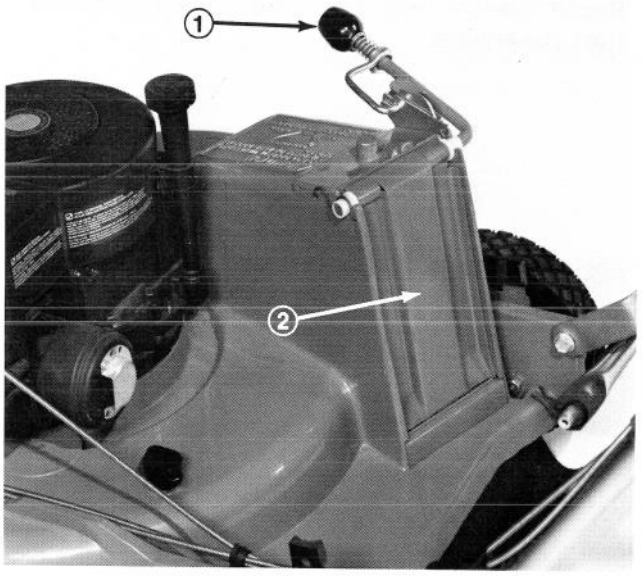

Figure 15
2. Assure chute door handle is fully forward and lockout lever is released into catch (Fig. 15). The chute door of the mower housing is now closed.